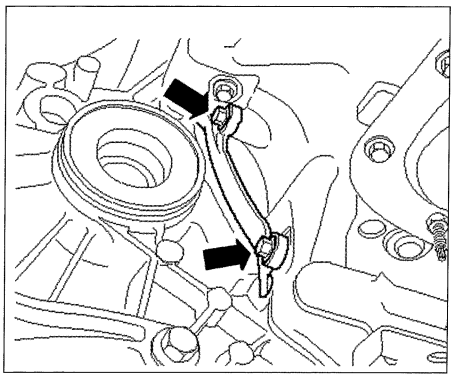

FIG. 7
- los tornillos de recubrimiento del cárter de embrague **(fig. 7).**